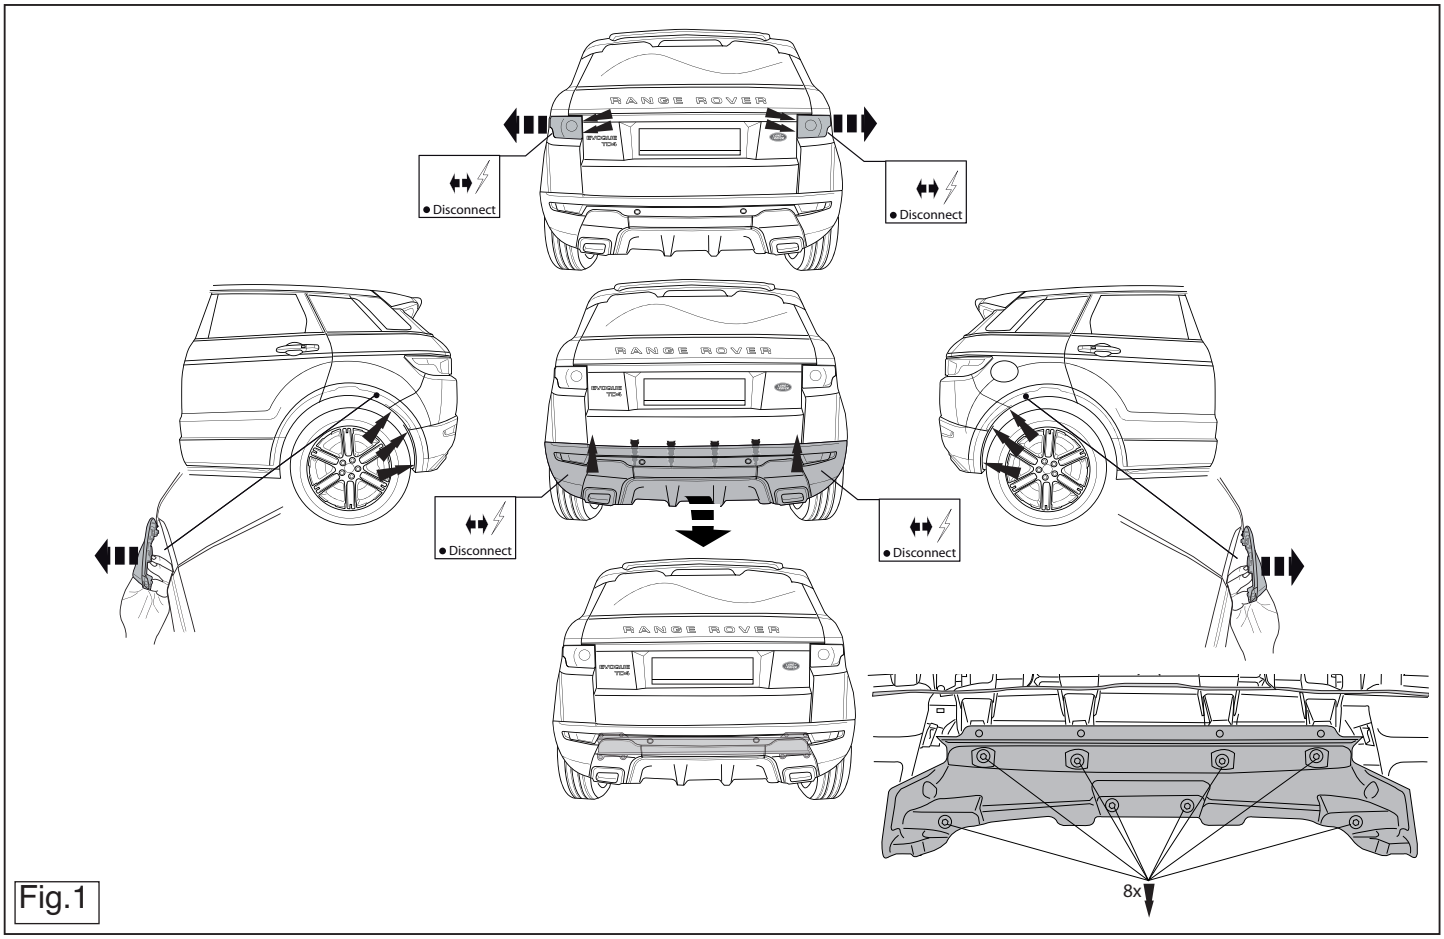

Fig.1
1. Demonteer de achterlicht units.(zie fig. 1).
2. Demonteer de bumper. (zie fig. 1).
6. Demonteer het hitteschild uit de bumper. (zie fig. 1
1. Remove the rear-light units. (see fig. 1).
2. Remove the bumper. (see fig. 1).
6. Remove the heat shield from the bumper. (see fig. 1)
1. Die Rücklichter abmontieren. (siehe Fig. 1).
2. Die Stoßstange abmontieren. (siehe Fig. 1).
6. Entfernen Sie den Hitzeschild von der Stoßstange. (siehe Fig. 1)
1. Démonter les feux arrière. (voir la fig. 1)
2. Démonter le pare-chocs. (voir la fig. 1).
6. Démontez la protection anti-chaleur du pare-chocs. (voir la fig. 1)
1. Demontera bakljusmodulerna. (se fig. 1).
2. Demontera stötfångaren. (se fig. 1).
6. Ta bort värmeskölden från stötfångaren. (voir la fig. 1)
1. Demonter baglysenhederne. (jævnfør fig. 1).
2. Demonter kofangeren. (jævnfør fig. 1).
6. Afmonter varmeskjoldet fra stødfangeren. (jævnfør fig. 1)